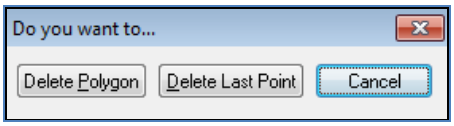

Figure 10-24. This dialog box allows you to delete the last point in a polygon. You can use your mouse or the arrow keys to move to each button in the box.
- **Wrong Point:** If you've entered the wrong dimension (as in the first technique above) but pressed the **Enter** key to anchor the point, you may delete the point by pressing the **Esc** key once. Use the mouse to reposition the cursor as in the technique above. Pressing the **Esc** key twice produces the following dialog box shown in Figure 10-24 for deleting additional points or the entire polygon.